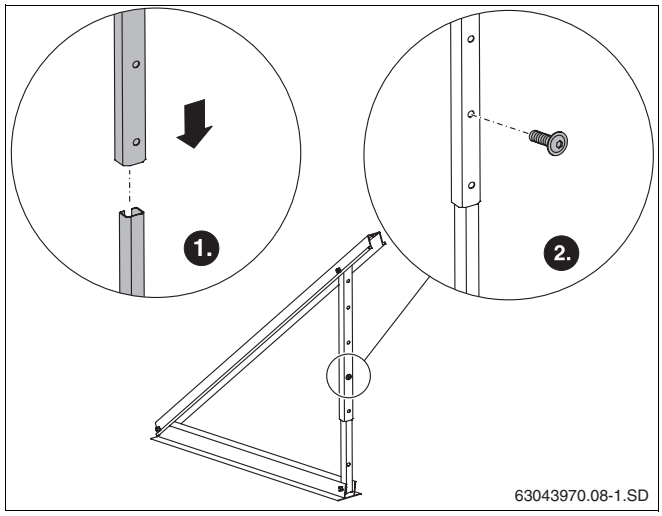

Abb. 11 Verbinden der Teleskopschienen
- Teleskopschienen ineinander stecken und mit Schraube M8 × 20 befestigen (Abb. 11).